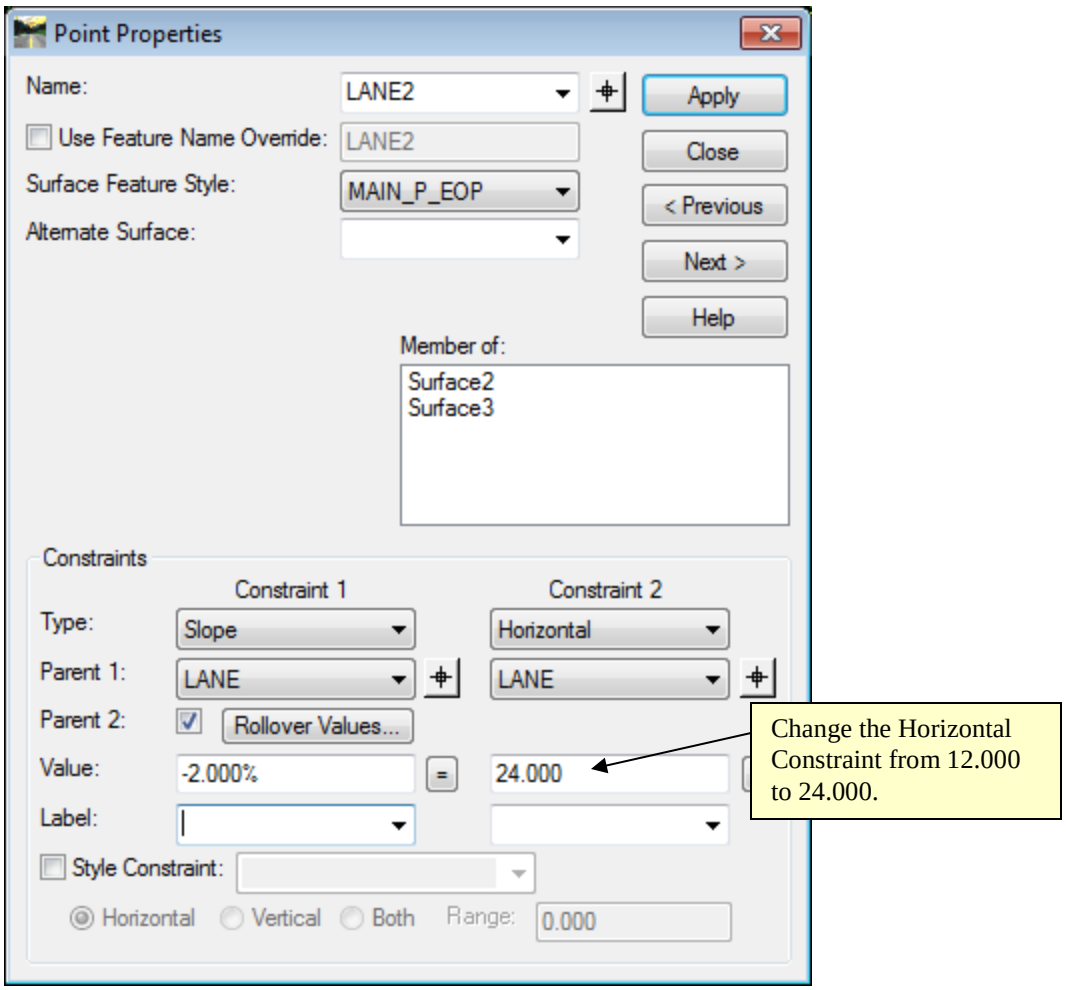

Figure L8-17 Point Properties
- Ensure your entries match those shown in *Figure L8-17*.